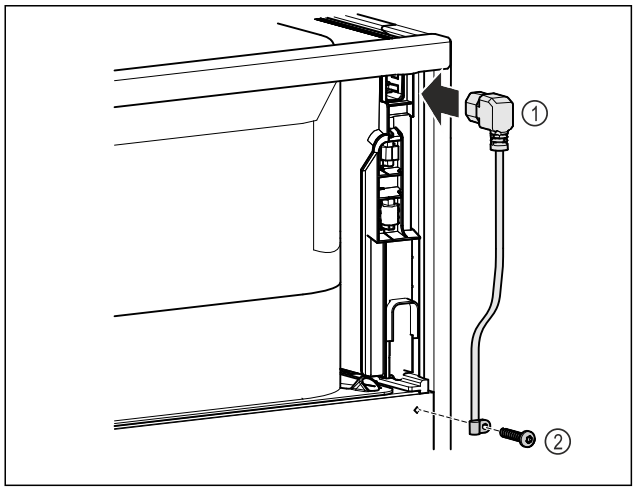

Fig. 11
▶ Au dos de l'appareil, brancher la prise pour appareil froid du câble d'alimentation *Fig. 11 (1)*.
▶ Monter le serre-câble. *Fig. 11 (2)*